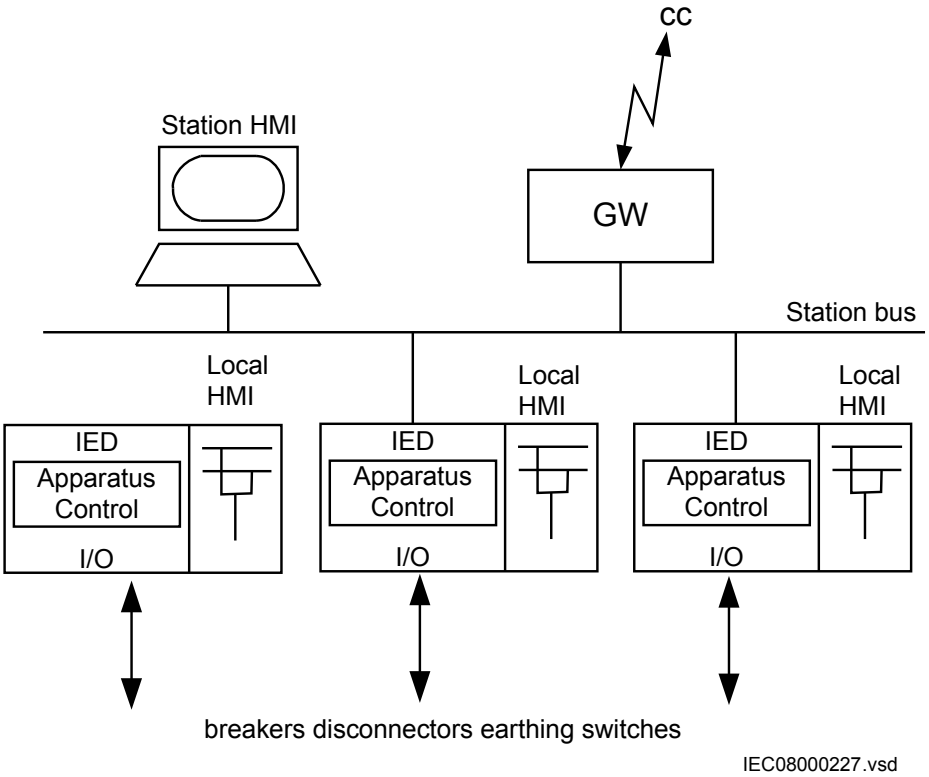

Figure 83: Overview of the apparatus control functions
Figure 83 gives an overview from what places the apparatus control function receive commands. Commands to an apparatus can be initiated from the Control Centre (CC), the station HMI or the local HMI on the IED front.